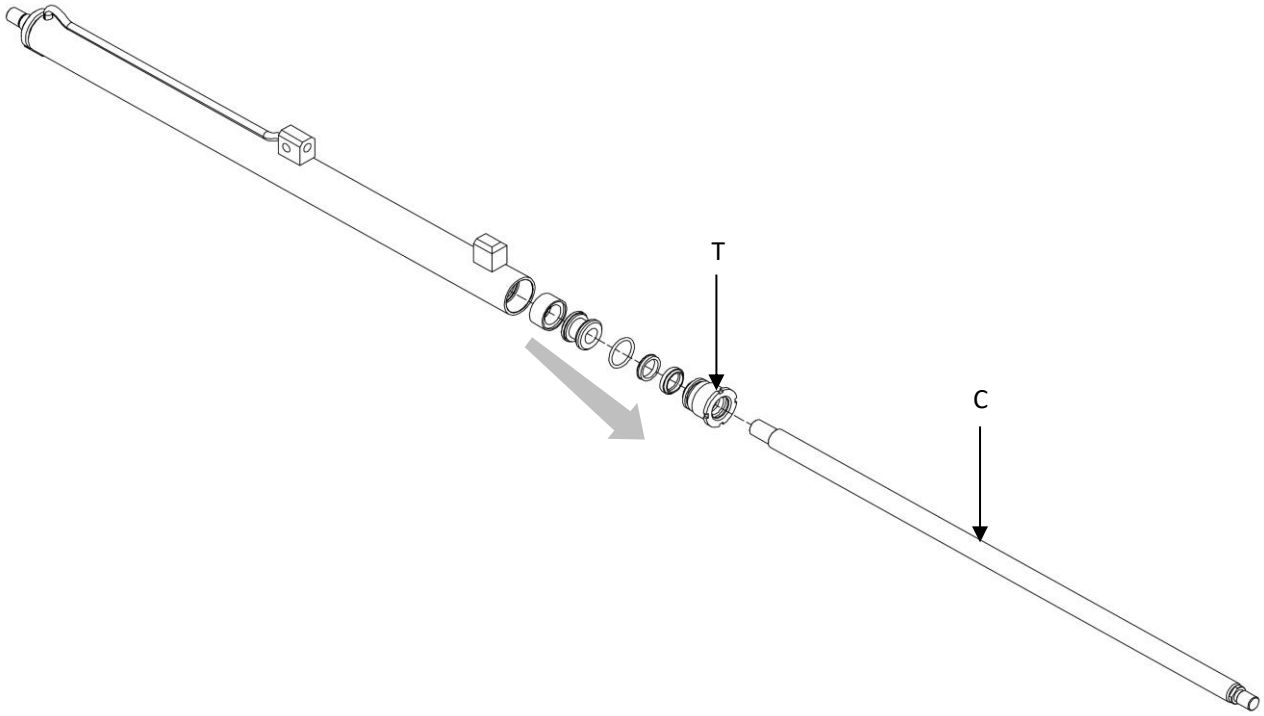

Figure 33
8. Se référer à la *Figure 33*.